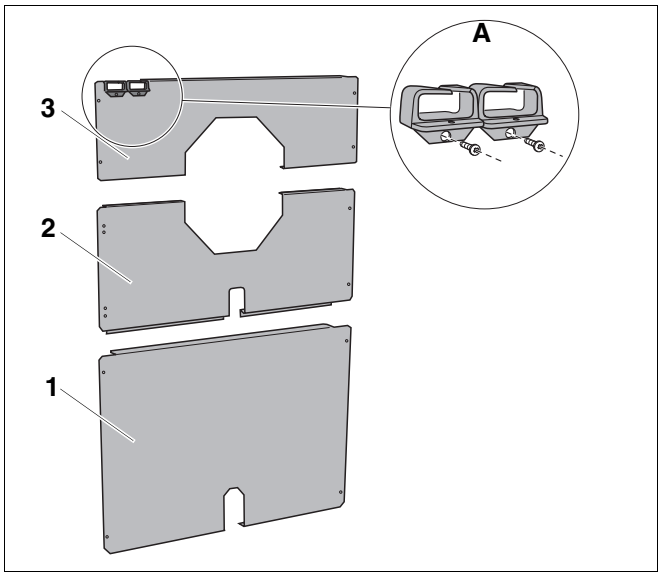

Rys. 35 Trzyczęściowa ścianka boczna
– Dolna ścianka tylna (rys. 35, **poz. 1**)
– Środkowa ścianka tylna (rys. 35, **poz. 2**)
– Górna ścianka tylna (rys. 35, **poz. 3**)
– 2 przelotki kabla (rys. 35, **powiększenie A**)
- Zamontować przelotki kabla (rys. 35**, powiększenie A**) przy pomocy śrub na górnej ściance tylnej (rys. 35, **poz. 3**).